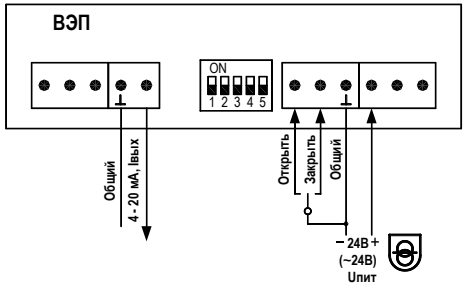

Рисунок 3.2 Схема подключения с управлением трехпозиционным сигналом (беспотенциальный контакт или открытый коллектор).
- трехпозиционное, беспотенциальный контакт или открытый коллектор (схема подключения рис. 3.2).